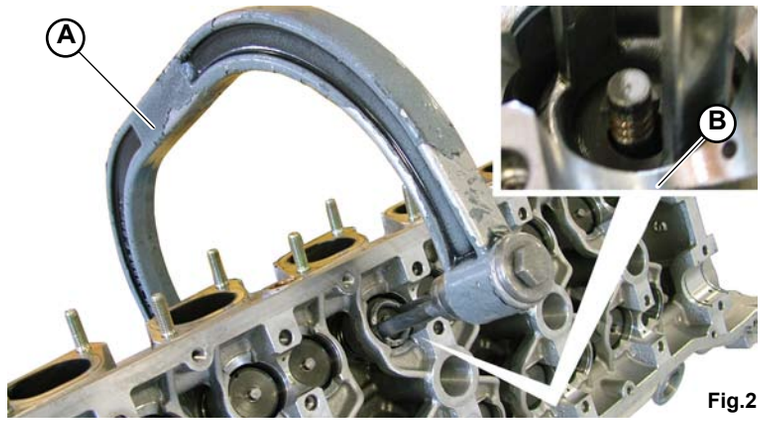

Fig.2
4. Using the special tool **(A-Fig.2)**, press the spacer ring to insert the 2 cotters **(B-Fig.2).**